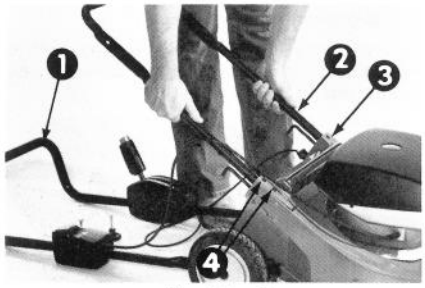

Afbeelding 1
3. Bevestig het onderste deel van de stuurstang aan de machine met de vier geleverde schroeven (Afb. 1).